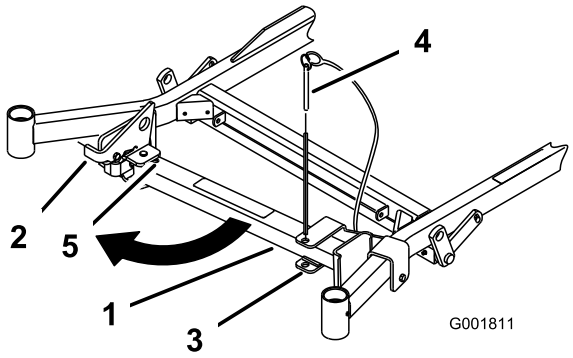
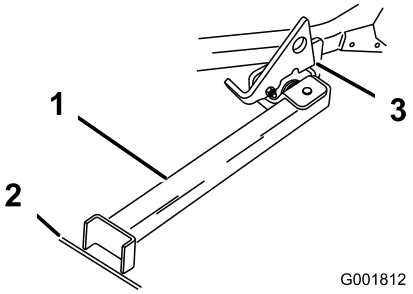

Figur 26
Figur 27
2. Monter brakettpinnen (Figur 26).
3. Hev spaken. Sving stativets fot ut og skyv stativet mot maskinen, inn i bunnen av slissen (Figur 26 og Figur 27).
4. Plasser stativets fot på bakken og hvil spaken på dreietappen (Figur 27).
Merk: For best resultat, plasser stativets fot på skjøter i fortauet eller ned i gressmatten (Figur 27).
6. Kjør opp på stativet. Stopp når spaken faller ned over tappen i låst stilling (Figur 27). Når maskinen er på stativet, sett på parkeringsbremsen og slå av motoren.
5. Plasser stativet i hvilestilling igjen (Figur 26).